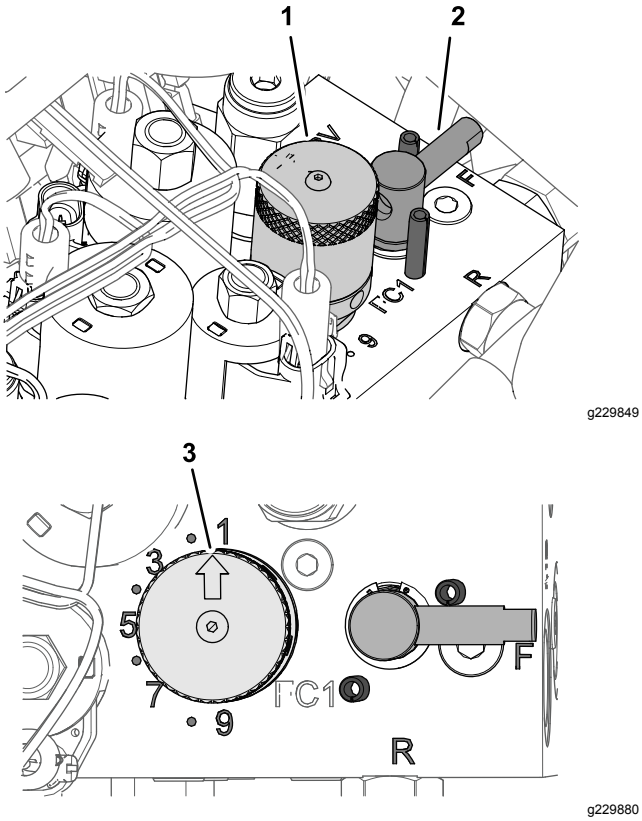

Figuur 63
5. Stel het toerental van de messenkooi in door de knop voor de toerentalregeling van de messenkooien te draaien (Figuur 63) tot de de indicatorpijl het nummer aanwijst dat u bepaald hebt in stap 3.